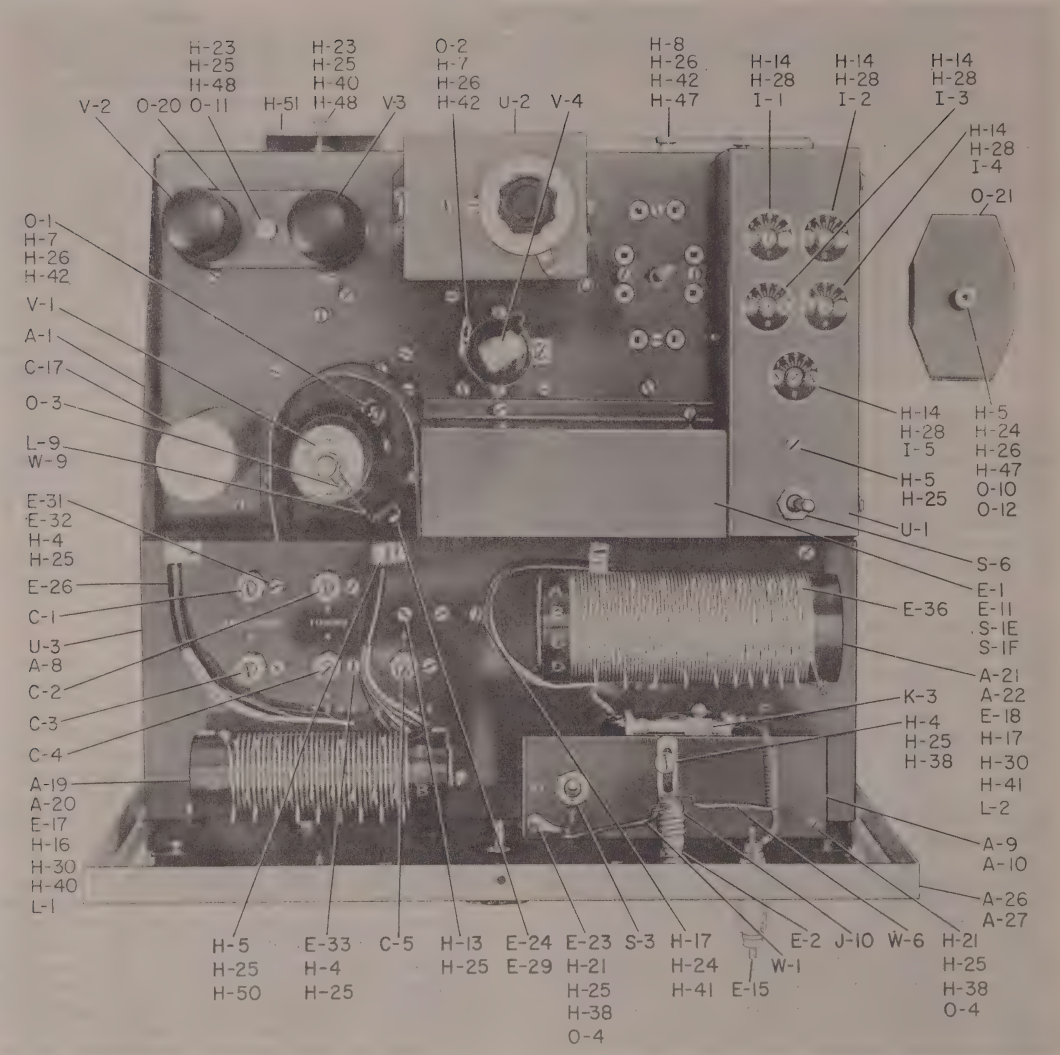

Figure 5-1. Transmitter Chassis, Top View
b. Check the operation of relay K3. (See figure 5-1.)
a. Check the contacts of relays K1 and K2, located in transmitter. (See figure 5-1.)